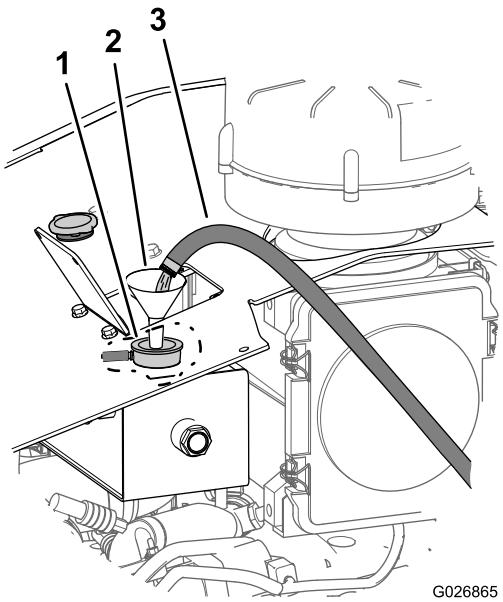

Figura 103
A. Encha o sistema de arrefecimento com água limpa (Figura 103).